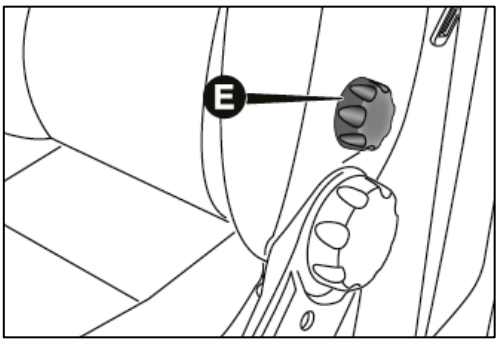

Fig. 2
- Turn knob (E) (see fig. 2) to customize lumbar support.